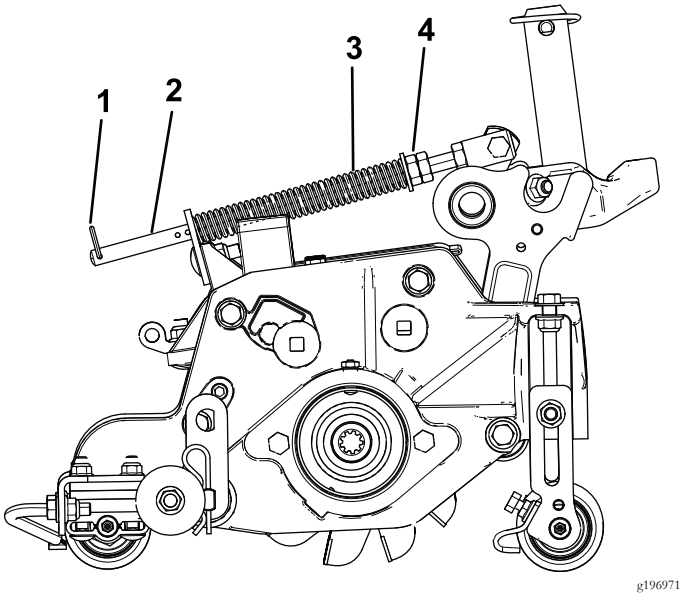

Figure 15
1. Vérifiez que la goupille fendue est insérée dans le trou de la tige de ressort (Figure 15).
2. Serrez les écrous hexagonaux à l'extrémité avant de la tige de ressort jusqu'à ce que la longueur du ressort comprimé soit égale à 15,9 cm (Figure 15).